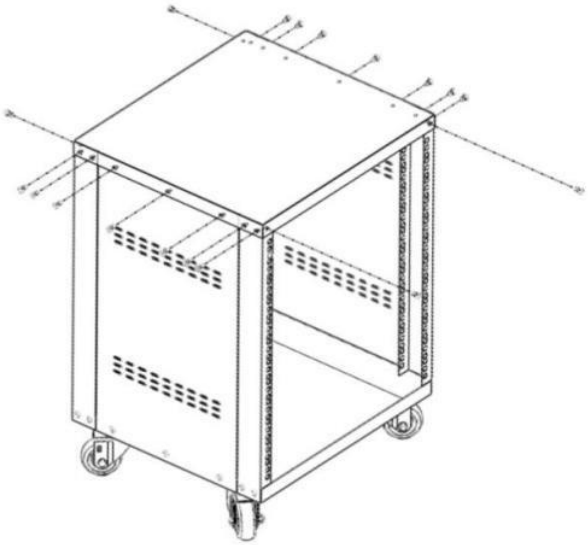

Figur 4
4. Sätt påtoppen panel (①) påtoppen av hyllan, rikta in den övre delen panel med
hörnstöd (③) och sido panel (④), fäst med 18 st M5-montering fästskruvarna (⑦) med en elektrisk skruvmejsel. Se figur 4.